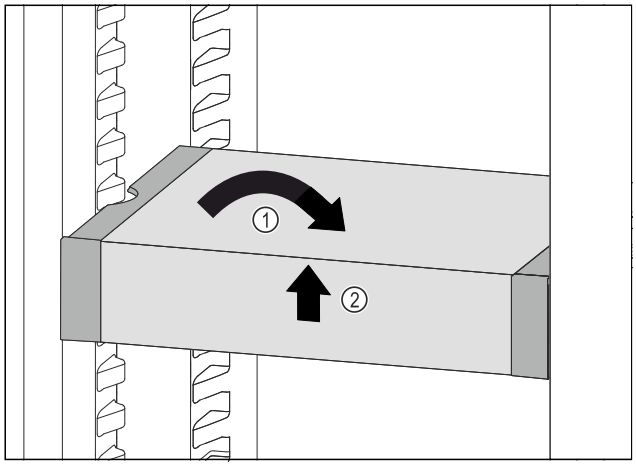

Fig. 174
▶ Poziționați drept VarioSafe. *Fig. 174 (1)*
▶ Ridicați în față VarioSafe. *Fig. 174 (2)*